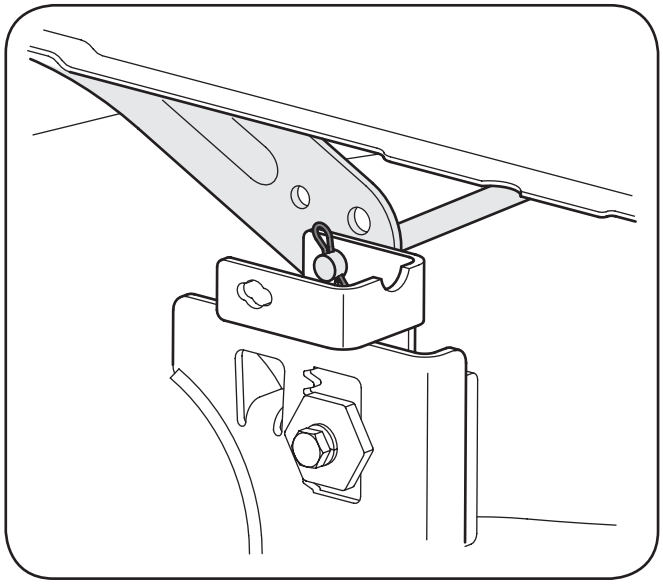

Figura 7-2
4. Retire la correa (C) de alrededor de la polea del motor del tractor y de la(s) polea(s) loca(s). Consulte Cambio de la correa de la plataforma más adelante en esta sección para obtener instrucciones detalladas.
5. Mire la plataforma de corte desde el lado izquierdo del tractor y localice el pasador de horquilla que fija la varilla de sostén de la plataforma al lateral posterior izquierdo de la plataforma. Vea la Figura 7-2. Retire el pasador de chaveta que ajusta la varilla de soporte de la plataforma y con cuidado retire el soporte de la plataforma del brazo de elevación de la plataforma.